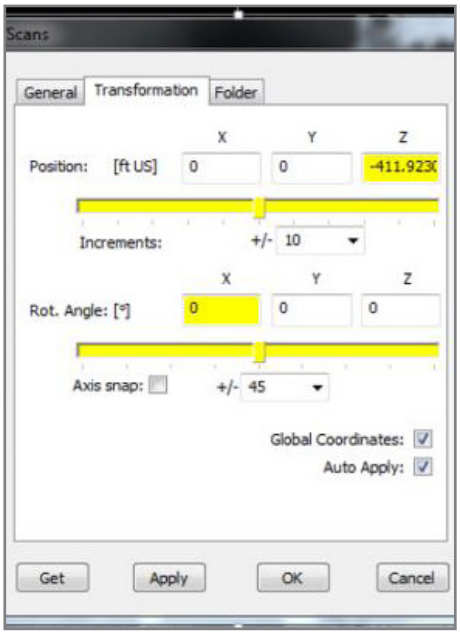

Figure 5. *Transforming point cloud to correct elevation according to targets.*
Step 4: Elevate scan data – Open up the **Quick View** by double clicking on the scan. Right click on the checkerboard and select **Properties Panel.** Find the Z elevation and copy and paste it into an Excel sheet. Find the difference between the desired elevation and the current elevation. Apply the transformation by right clicking on the scans cluster and selecting **Properties Panel**. Paste the transformation into the box for the Z transformation, as the picture in Figure 5 shows. Now the point cloud is correctly elevated. This can be verified if there is another known elevation that was captured in the scan. Mark a point at that elevation and go to Properties and ensure that it is at the correct elevation. Now right click on the scan and select "**Operation – Point Cloud Tools – Create Scan Point Cloud**".